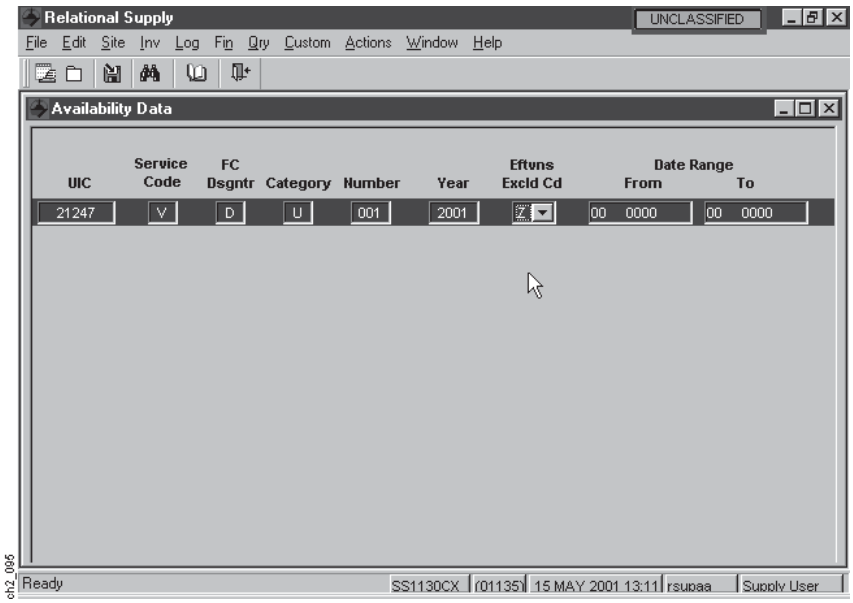

Figure 2-116
(1) **Step 1.** On the Availability Data Screen above (Figure 2-116), scroll through the list to find the record that you wish to process or select the Find Option from the Icon Menu Bar and then enter your search criteria.
(2) Step 2. Once you locate the record that you wish to modify, proceed as follows: